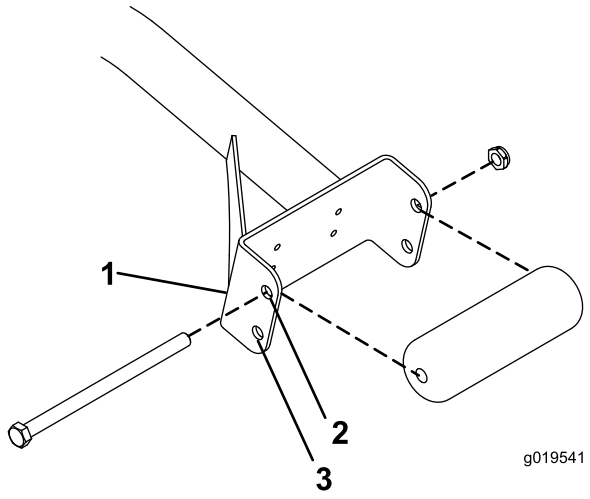

Bild 3
- Befestigen Sie die Rollen für 27"-Mähwerke in den oberen Befestigungslöchern der Stützkanäle (Bild 3).
- Befestigen Sie die Rollen für 32"-Mähwerke in den unteren Befestigungslöchern der Stützkanäle (Bild 3).